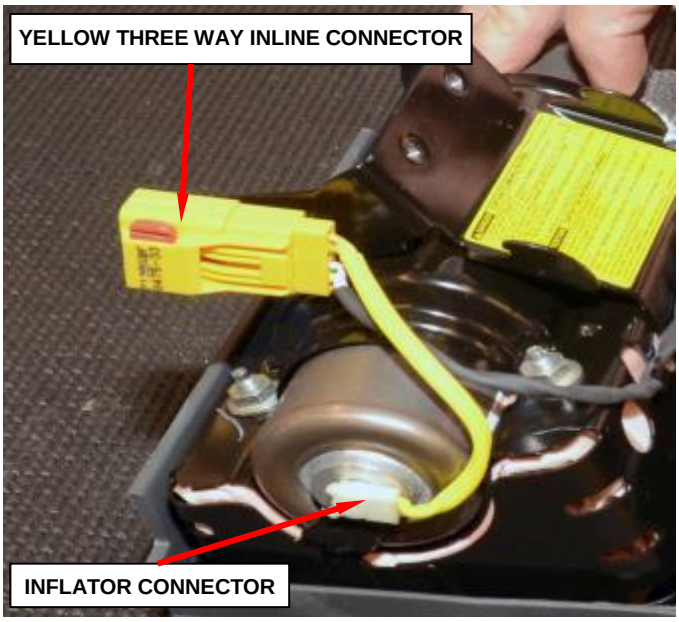

**Figure 64 – Inflator Connectors**
c. Disconnect the single yellow wire inflator connector from the end of the inflator using pliers (Figure 64).
d. Remove the yellow three way inline connector from the housing bracket (Figure 64).
j. Install the yellow three way inline connector to the housing bracket (Figure 64).
k. Connect the single yellow wire inflator connector to the end of the inflator after removing the protective tape from the end of the inflator (Figure 64).